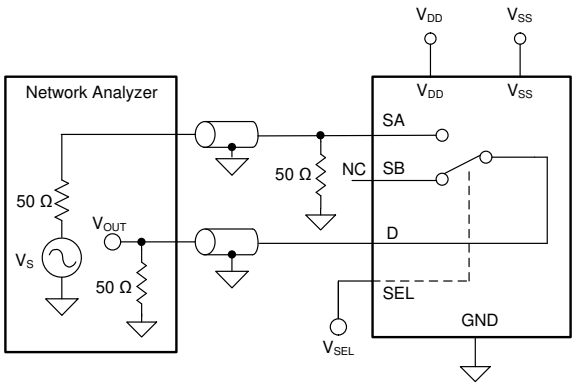

图 6-7. 关断隔离测量设置
关断隔离定义为：当向关断通道的源极引脚 (Sx) 施加 $1V_{RMS}$ 信号时，TMUX6136 的漏极引脚 (D) 上的电压。图 6-7 显示了用于测量关断隔离的设置。使用方程式 2 计算隔离。